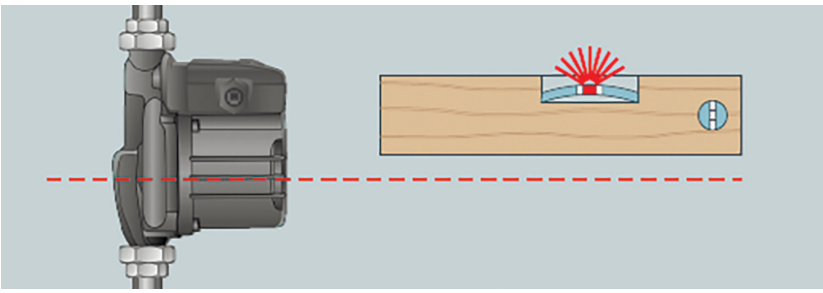

Рис.3
- Насос должен быть установлен таким образом, чтобы вал электродвигателя был расположен строго горизонтально. Клеммная коробка должна быть расположена сверху насоса (рис. 3).